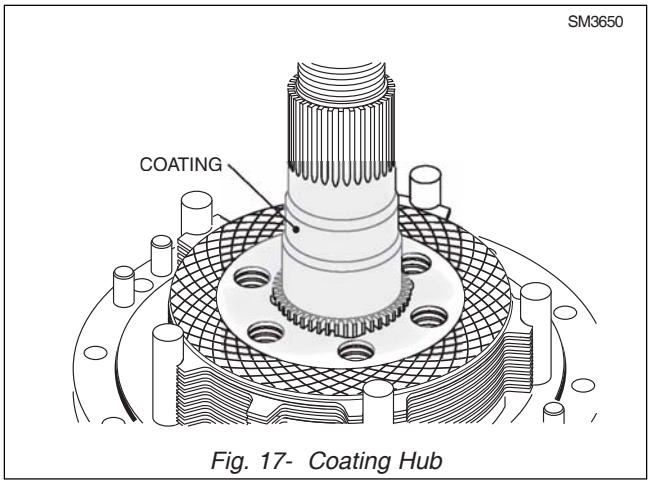

Fig. 17- Coating Hub
23.Set the lower steel disks (36) out of measuring line
25. Spray hub carrier with 'Wolfrakote' Paste prior to assembly of the piston (29) and cylinder (27) to the hub carrier (50) assembly. Refer to Fig. 17.